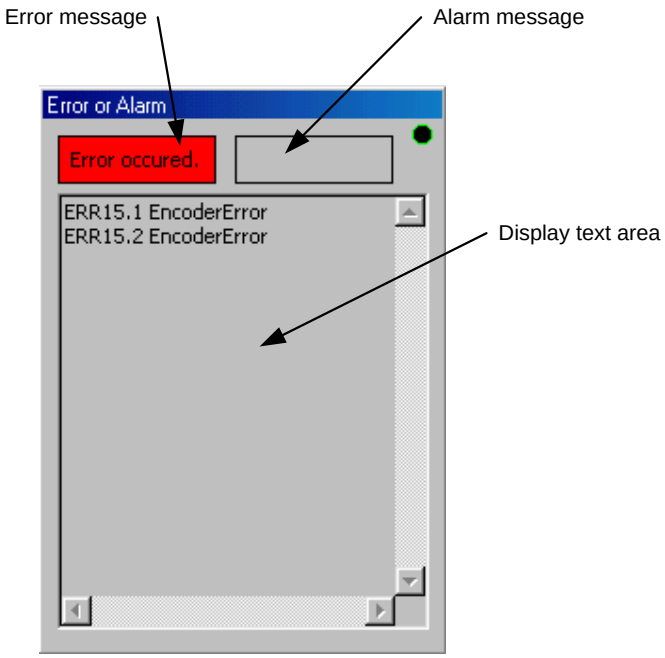

Figure 7.13 “Error or Alarm” dialog box
(4) Error or alarm monitor
In the “Terminal,” click *“Error or Alarm (S)”* under “Monitor” to display the “Error or Alarm” dialog box (see figure 7.13).